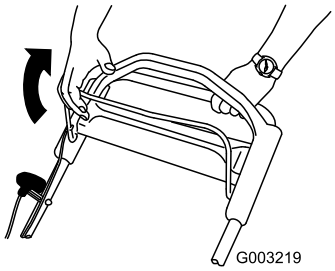

Figuur 13
3. Houd de bedieningsstang van het maaimes tegen de handgreep (Figuur 13).